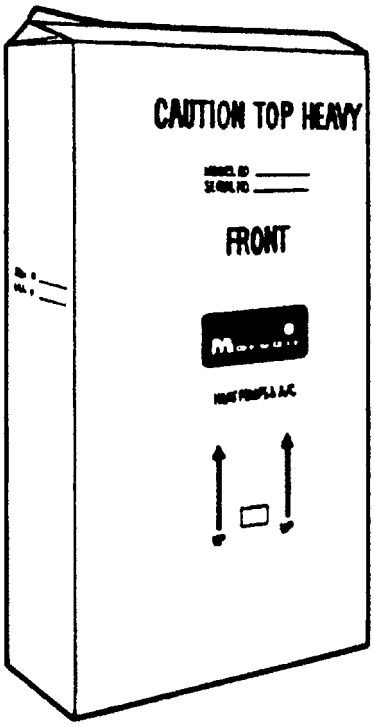

Figure 4-3. Boxed Air Conditioner
a. Remove shipping container by lifting the container vertically and removing it From the unit. See Figure 4-3.